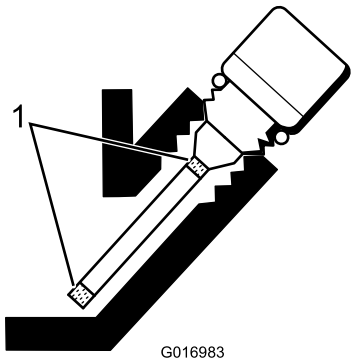

Figur 23
5. Tillsätt olja så att nivån ligger mellan markeringarna på stickan om oljenivån är låg (Figur 23).